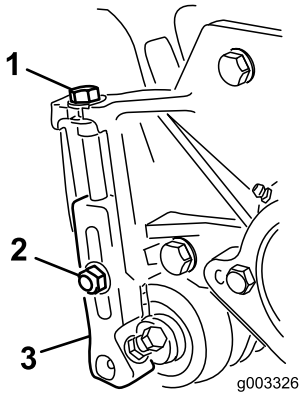

Figur 16
1. Løsne låsemutrene som fester klippehøydebrakettene til klippeenhetens sideplater (Figur 16).